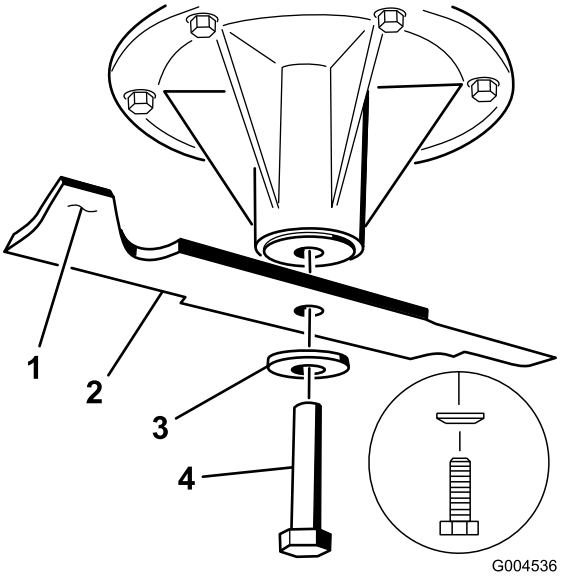

Figur 89
2. Avlägsna den vänstra och mittersta knivskruven, den böjda brickan samt kniven från spindelaxeln (Figur 89).